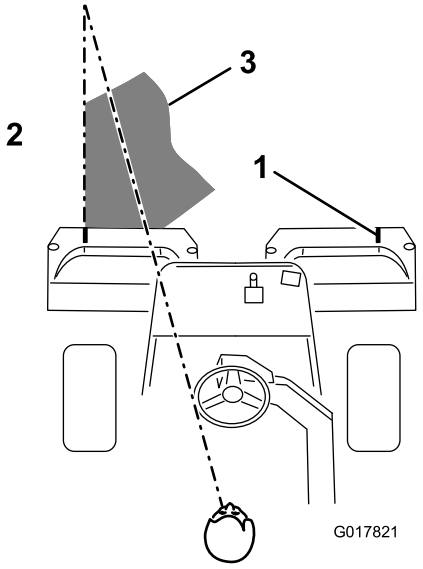

Figuur 40
3. Zorg ervoor dat een nieuwe maaibaan de vorige maaibaan zo weinig mogelijk overlapt. Om ervoor te zorgen dat u het gazon in een rechte lijn maait en de machine op een gelijke afstand van de rand van de vorige maaibaan blijft, moet u uitgaan van een denkbeeldige zichtlijn, ongeveer 1,8 tot 3 m vóór de machine tot de rand van het ongemaaide deel van de green (Figuur 40). Sommige bestuurders vinden het handig de buitenrand van het stuurwiel deel te laten uitmaken van de zichtlijn; d.w.z. de rand van het stuurwiel in een rechte lijn te houden ten opzichte van een punt dat altijd op dezelfde afstand van de voorkant van de machine blijft (Figuur 40).